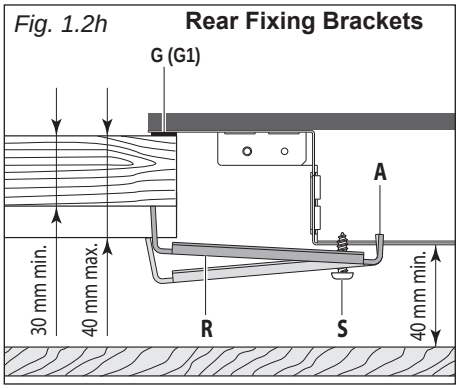

Fig. 1.2h
- Fasten the brackets "**F**" and "**R**" to the appropriate socket holes, without tightening the screws "**S**" for the moment. Make sure that the tabs are mounted correctly, as shown (figs. 1.2h, 1.2i). Rotate the tabs so that the cooktop can be put into the cutout.
- Put the brackets "**F**" and "**R**" into place; tooth "**A**" of the brackets should go into the hole (figs. 1.2h, 1.2i).